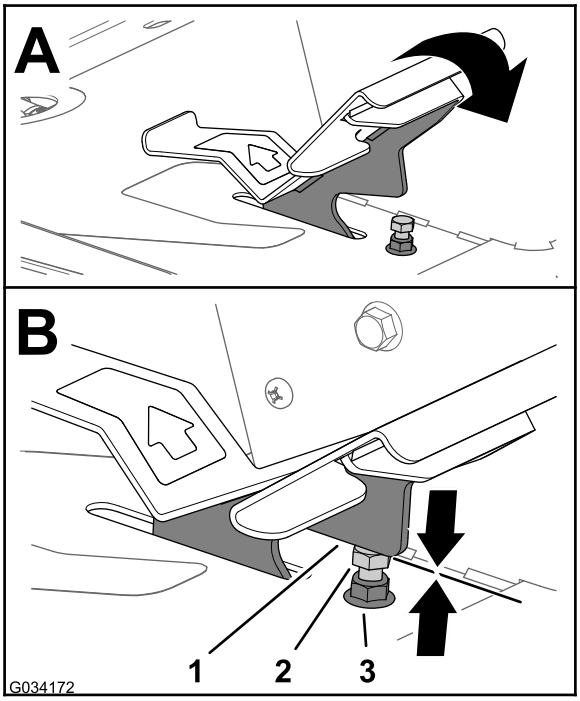
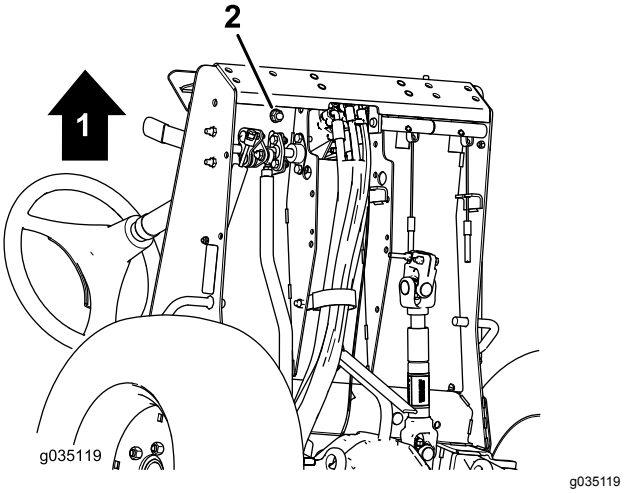

Figur 77
Figur 78
1. Flytt trekkpedalen helt frem (Figur 77).
A. Hold trekkpedalstopperen (Figur 77) med en skrunøkkel.
B. Løsne låsemutteren nederst på fotstøtteplaten (Figur 78).
C. Flytt trekkpedalen helt frem (Figur 77).
D. Mens du holder trekkpedalstopperen, juster låsemutteren som er over fotstøtteplaten (Figur 77) til trekkpedalen kommer i kontakt med stopperen.
F. Mens du holder trekkpedalstopperen, stram låsemutteren nederst på fotstøtteplaten (Figur 77 og Figur 78) til 37–45 N·m.